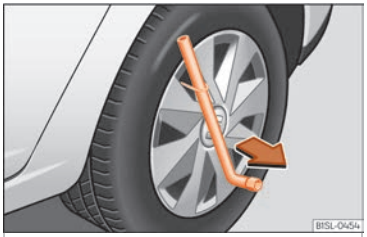

Fig. 52 Removing the full hubcap
- Insert the wheel brace onto the wire hook ››› Fig. 52 and pull the hub cap in the direction shown by the arrow.